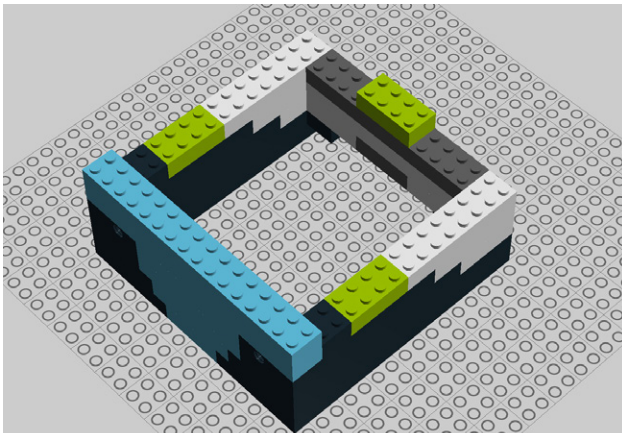

Figure 9-28. *Step 23: Adding three 2x4 bricks*
23. Next, you need three 2x4 bricks (Figure 9-28).